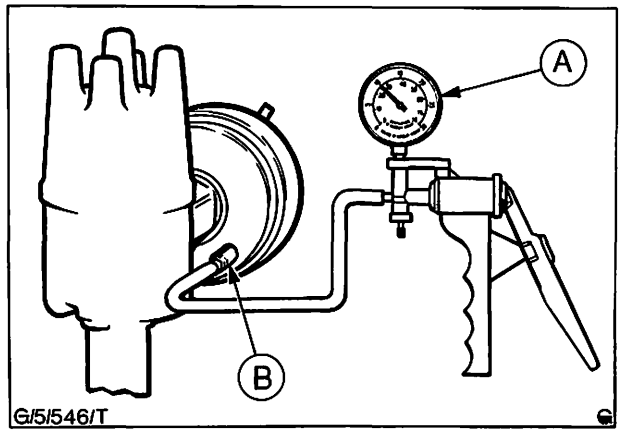

Abb. 42 Unterdruck-Spätverstellung prüfen (weitere Teile sind zur Verdeutlichung weggelassen)
a) Vakuumpumpe an Unterdruckdose für Rückverstellung anschließen. Unterdruckleitung von Unterdruckdose für Vorverstellung abziehen und verschließen, Abb. 42.